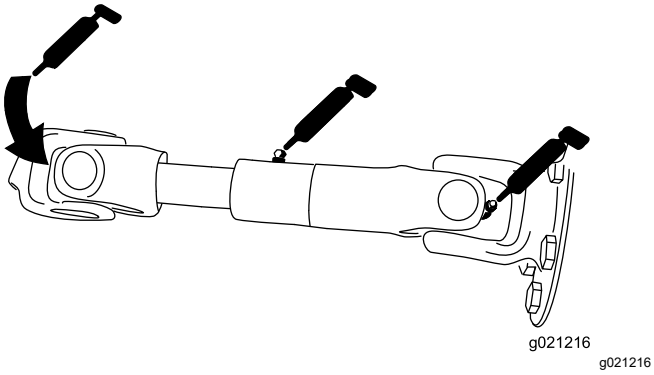

Рисунок 101
- Вал привода насоса (3 шт.) (Рисунок 101)